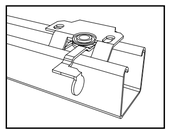

Figura 2
(2). Asegúrate de que el riel principal esté nivelado en el soporte. (Ver la Figura 2)